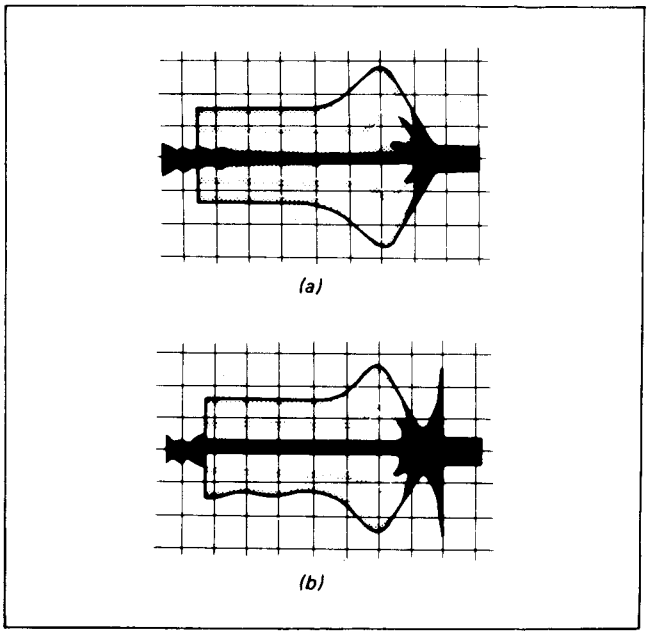
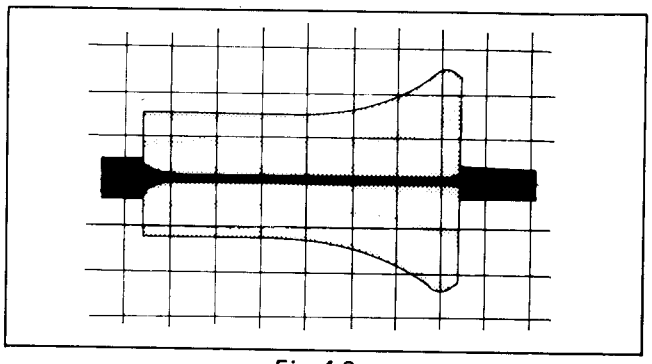
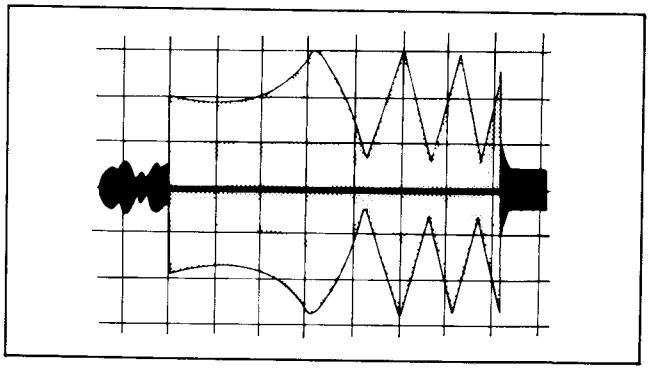

Fig. 4-7
Fig. 4-9
Fig. 4-10
i) If the exit free waveform is within the range illustrated in Fig. 4-7 (a), (b), proceed with exit side adjustment.
i) If the waveform is within the range illustrated in Fig. 4-7 (a), (b), proceed with the adjustment.
ii) If the exit free waveform appears as shown in Fig. 4-9, turn the ACE lateral adjustment screw clockwise until the waveform is within the range illustrated in Fig. 4-7 (a), (b).
iii) If the exit free waveform appears as shown in Fig. 4-10, turn the ACE lateral adjustment screw counterclockwise to obtain the waveform shown in Fig. 4-9, then turn clockwise again until the waveform is within the range shown in Fig. 4-7.
5) If the RF output waveform is as shown if Fig. 4-9, where the exit side is not flat, lower no. 7, no. 8 guides again to flatten it.